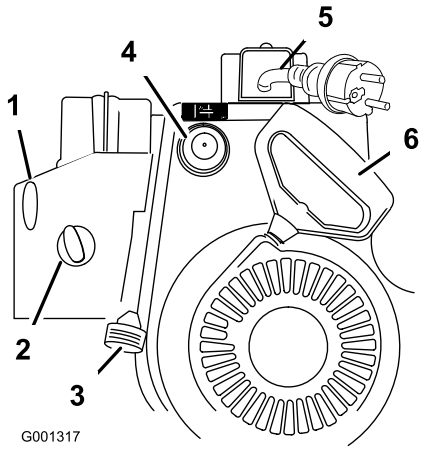

Figur 20
7. Start snøfreseren ved å bruke tilbakespolingsstarteren eller den elektriske starteren (Figur 20).